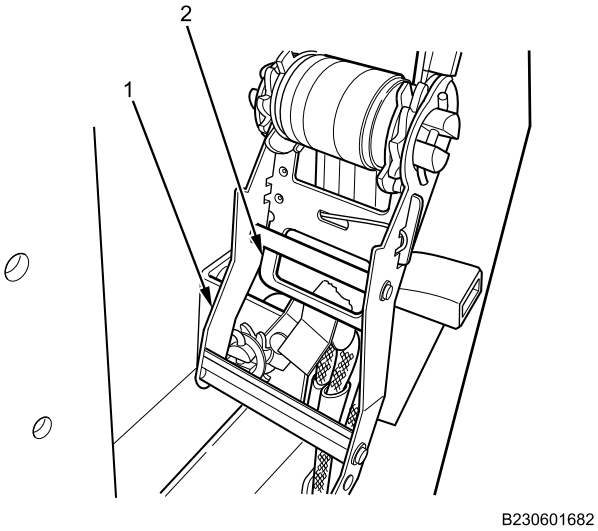

Figure 4. Seat Rope Tension Lever.
4. With tension lever (Figure 4, Item 1) in down position, pull down on tension latch (Figure 4, Item 2) to release tension on seat rope.